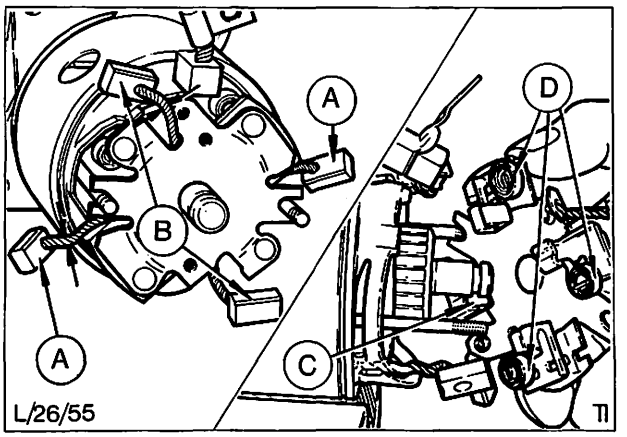

Abb. 59 A = Bürsten – Feldwicklungsende
6. Kohlebürsten durch vorsichtiges Wegdrücken der Spannfedern lösen und aus ihren Führungen im Bürstenhalter herausziehen. Bürstenhalter abbauen, Abb. 59.